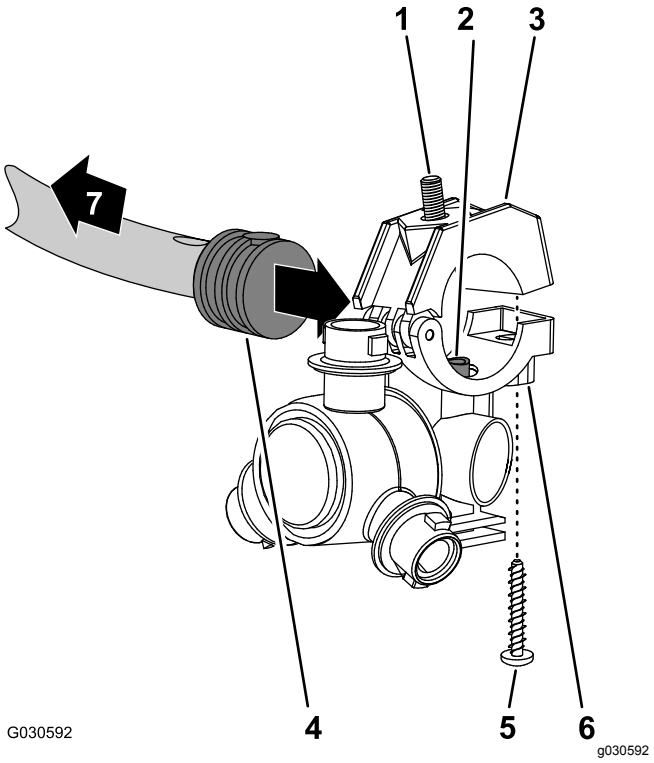
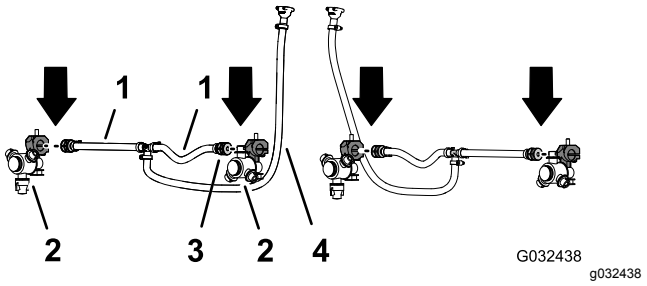

Rysunek 55
Rysunek 56
2. W 2 dyszach zraszacza z zestawu wykończeniowego systemu zraszania GeoLink odkręć śrubę ze stali nierdzewnej mocującą górną część obejmy dyszy do łoża (Rysunek 55).
3. Zlokalizuj otwór z boku króćca węża z jednym występem na końcu węża o długości 25 cm z zespołu węży (zawór zraszacza 5 lub 6) środkowej sekcji zraszania (Rysunek 55 oraz Rysunek 56).
4. Ustaw rurę doprowadzającą w łożu dyszy zraszacza (Rysunek 55) równo z otworem z boku króćca węża z pojedynczym występem (1/2 cala).
5. Załóż górną część obejmy wokół króćca węża z występem i zamocuj część obejmy i korpus dyszy zraszacza (Rysunek 55) za pomocą śruby ze stali nierdzewnej (nr 12 x 1 1/4 cala). Dokręć śrubę ze stali nierdzewnej z momentem od 14 do 18 N·m.
6. Używając dyszy zraszacza, śruby z łbem sześciokątnym i śruby ze stali nierdzewnej odkręconych w krokach 1 oraz 2 procedury Demontaż dyszy zraszacza (Strona 24) powtórz kroki od 3 do 5 z króćcem węża z pojedynczym występem (Rysunek 55 oraz Rysunek 56) na końcu drugiego węża o długości 25 cm.
7. Używając 2 dysz zraszacza odkręconych w kroku 4 procedury Demontaż dyszy zraszacza (Strona 24) powtórz kroki od 3 do 5 z króćcami węża z pojedynczym występem drugiego zespołu węży (zawór zraszacza 5 lub 6) środkowej sekcji zraszania (Rysunek 55 oraz Rysunek 56).